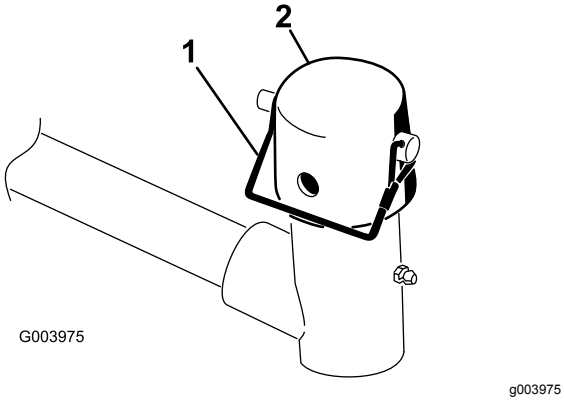

Figur 10
7. Fjern låsestiften og hætten fra løftearmens drejegaffel (Figur 10).
11. Fastgør hætte og bærerammens aksel på løftearmsgaflen med låsestiften (Figur 10).